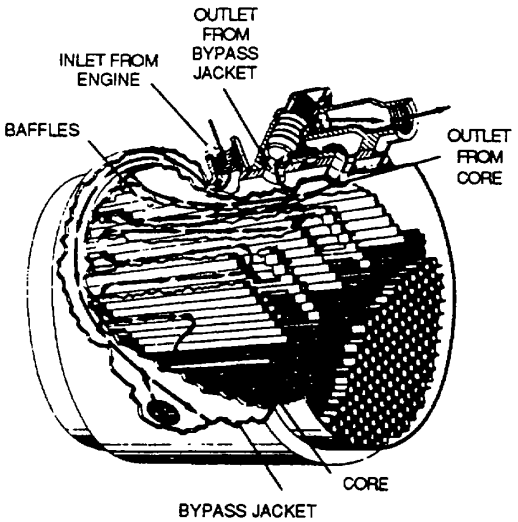

Figure 3-10. Reciprocating Engine Oil Cooler
(1) *Reciprocating engine oil coolers*. This oil cooler, as shown in figure 3-10, is either cylindrical or elliptical in shape. It usually consists of a core enclosed in a double-walled shell. The core is built of copper or aluminum tubes. Cooling air passes through the tubes while the oil flows around the outside of the tubes. This cools the oil for return to the engine. A bypass route is followed by the oil when the core is blocked or oil is cold.